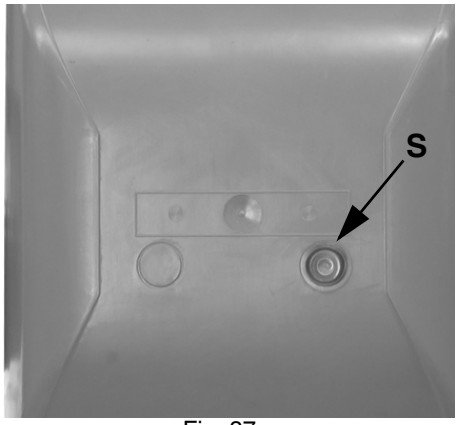

Fig. 37
- Make sure that the control box is not in shutdown condition and if so, release by using the release button **S** on the burner cover (see Fig. 37).
S	Reset pushbutton (Fig. 37)